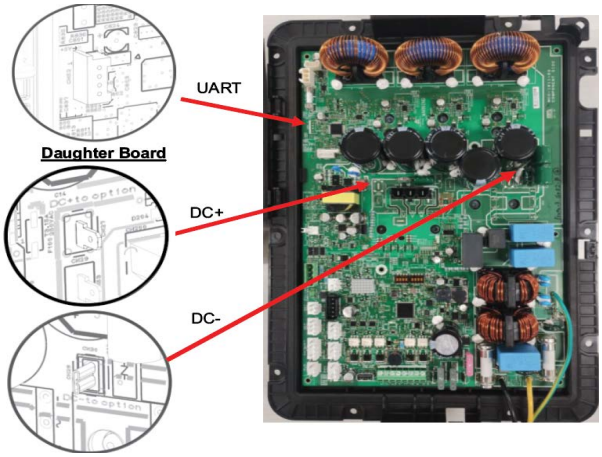

Fig. 6 – ODU Control Board Connectors
4. Connect the Wire Harness labeled RS485 to the J2 Connector on the Daughter Board as shown in Fig. 6 .
5. Attach DC Power Harness 3/16” quick-connect wires DC+, DC - to the ODU Control Board Connectors CN27/CN29 (DC+ to Option) & CN28/CN30 (DC- to Option). See Fig. 6 .